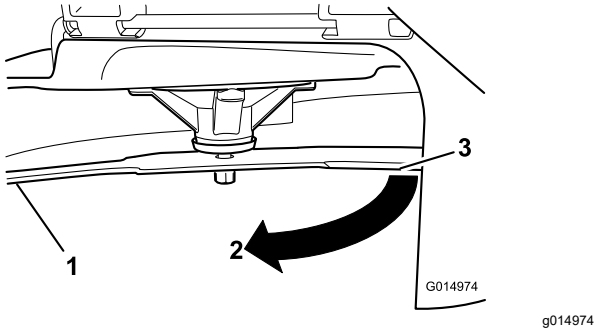

Figuur 60
3. Gemeten afstand tussen mes en de ondergrond (A)
4. Draai hetzelfde mes 180 graden, zodat de maairand aan de andere kant nu in dezelfde stand staat (Figuur 60).